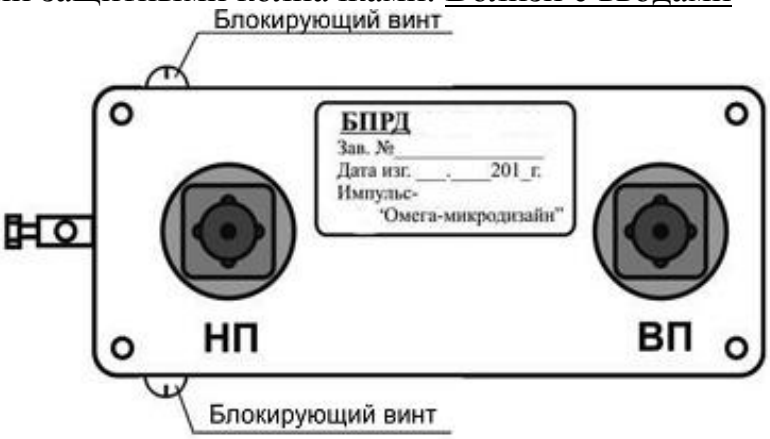

Рис. 6.10
6.4.1.1 Внутри литого алюминиевого корпуса (см. рис. 6.10) установлен субблок на базе печатной платы. К корпусам прикреплены пластины для крепления блоков на консолях, опорах КМЧ Для крепления на заграждении или стене здания используются дополнительные изолирующие кронштейны. На торцевых поверхностях корпусов расположены клеммы для заземления БПРД (БПРМ). Контакты ВП и НП для подключения соответственно ВП и НП ЧЭ располагаются на лицевых поверхностях корпусов и закрываются от атмосферных воздействий защитными колпачками. Вблизи с вводами для верхнего и нижнего проводов ЧЭ на лицевой поверхности имеются соответствующие маркировки «ВП» и «НП». Рядом с вводом НП на торцевых поверхностях имеются блокирующие винты, закрывающие специальные отверстия, предназначенные для вывода сконденсированной внутри корпуса влаги. **После установки БПРД, необходимо вывернуть один из блокирующих винтов, обеспечивающий наилучший вывод сконденсированной влаги.** На тыльной стороне имеются два резьбовых отверстия для крепления на УКБ.